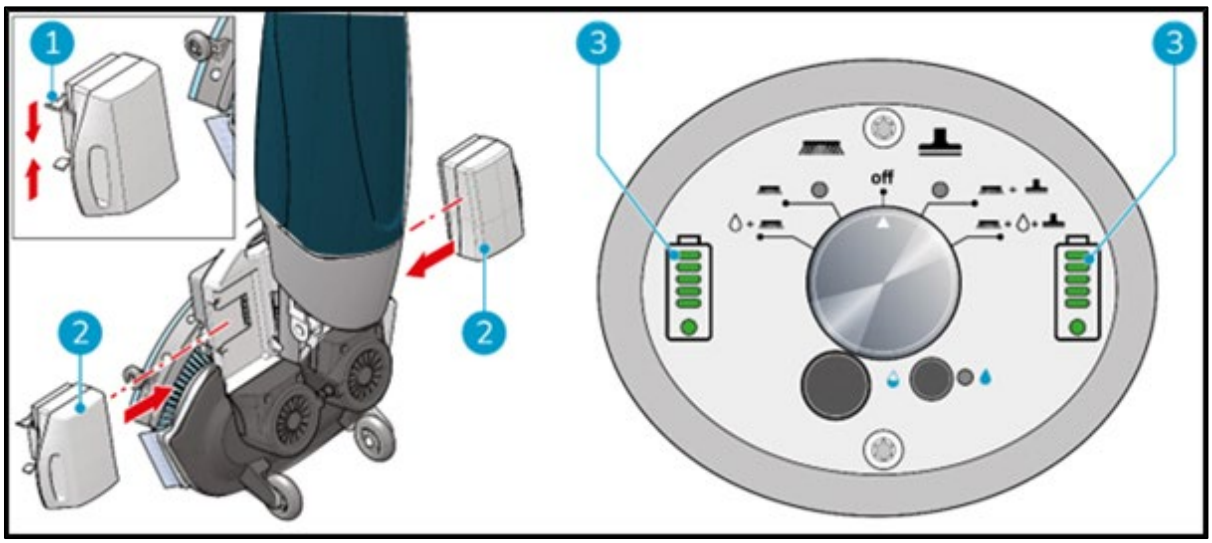

Figur 14
1. Skyv det blå kodede batteriet (figur 14, pos. 2) inn i det blå batterisporet. Et klikk indikerer at batteriet er låst på plass (figur 14, pos. 1).
3. Under drift viser batteriindikatorene (figur 14, pos. 3) på kontrollpanelet hvor mye strøm som er igjen.